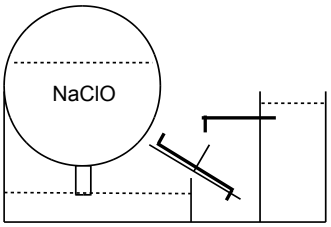

Fig. 2 : bras doseur Javel
- Un bras de dosage solidaire de la bascule (fig. 2).